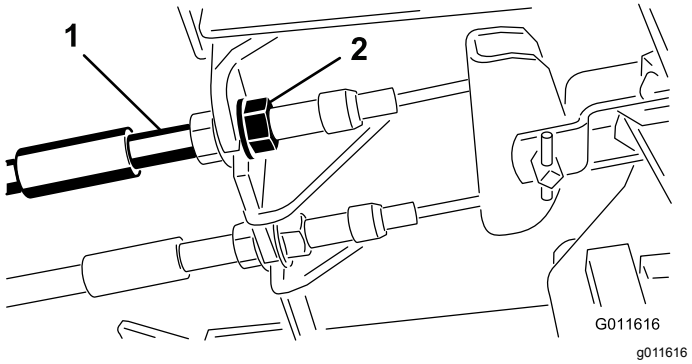

Figur 95
1. Dra åt bromsarna genom att lossa den främre muttern på bromskabelns gängade ände för att minska bromspedalernas spel (Figur 95).